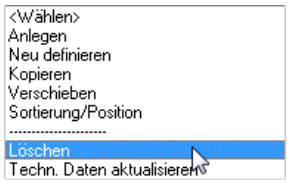

Bild 27.89 – *Block,* Menüpunkt *Löschen*
- Klicken Sie den zu löschenden Block an und wählen Sie im Listenmenü der Blöcke *Löschen* (Abb. 27.89).